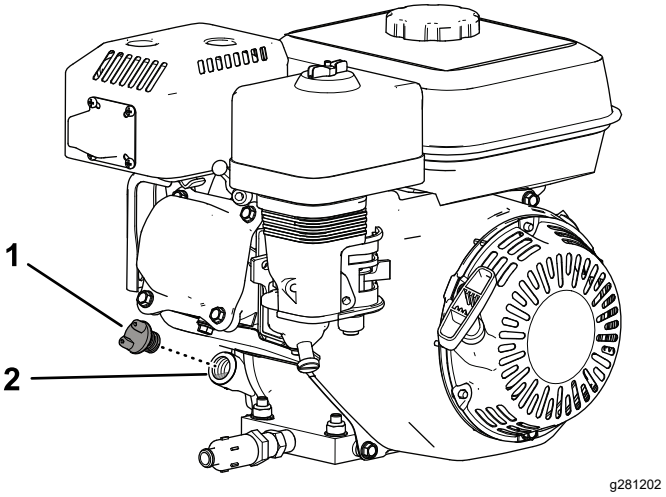

Figur 28
2. Rengør området omkring oliepåfyldningsdækslet (Figur 28).